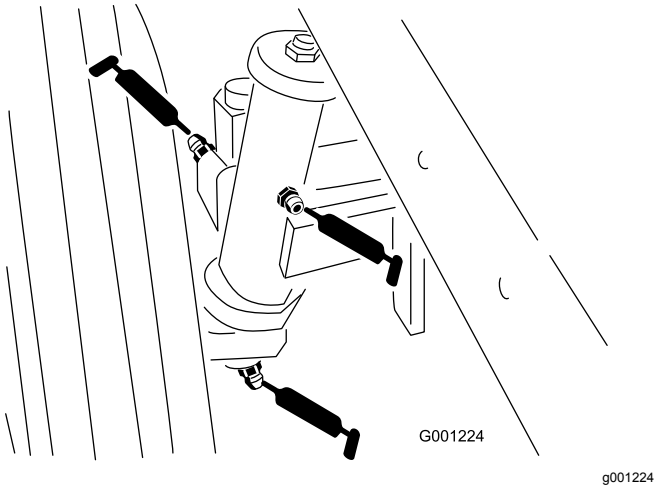

Figur 40
- Bakhjulets spindelhylser (Figur 40)